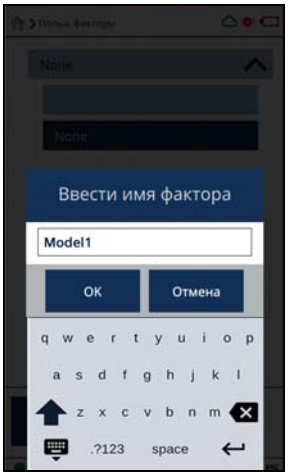

Рис. 2-19 Ввод имени фактора
2. Щелкните в диалоговом окне и введите имя фактора (см. Рис. 2-19 на стр. 32).